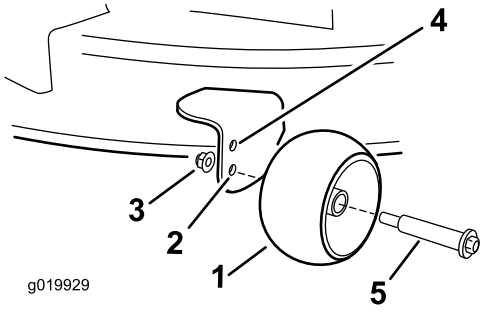

Figur 22
- Øverste hul – brug denne position med plæneklipperskjoldet i positionerne 63 mm og under klippehøjden (Figur 22).
- Nederste hul – brug denne position med plæneklipperskjoldet i positionerne 76 mm og over klippehøjden (Figur 22).